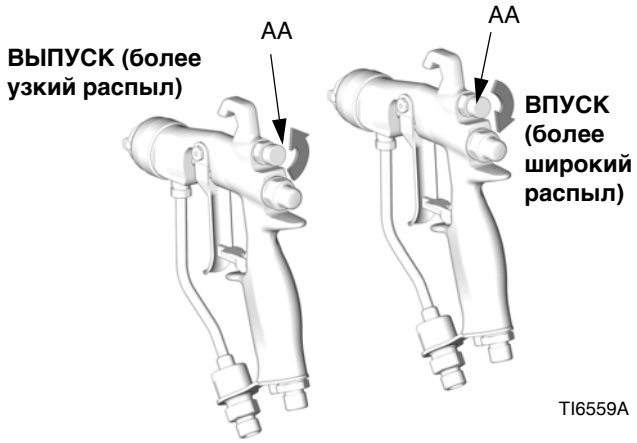

Рис. 5. Ручка регулятора формы распыла
1. См. Рис. 5. Закройте подаваемый для регулировки формы распыла воздух, повернув ручку (AA) по часовой стрелке (впуск) до упора. В результате в пистолете-распылителе будет установлен самый широкий распыл.
3. См. Рис. 5. Для сужения формы распыла следует повернуть ручку регулятора (AA) против часовой стрелки (ВЫПУСК). Если факел распыла недостаточно узок, немного увеличьте давление воздуха в пистолете-распылителе или воспользуйтесь наконечником другого размера.